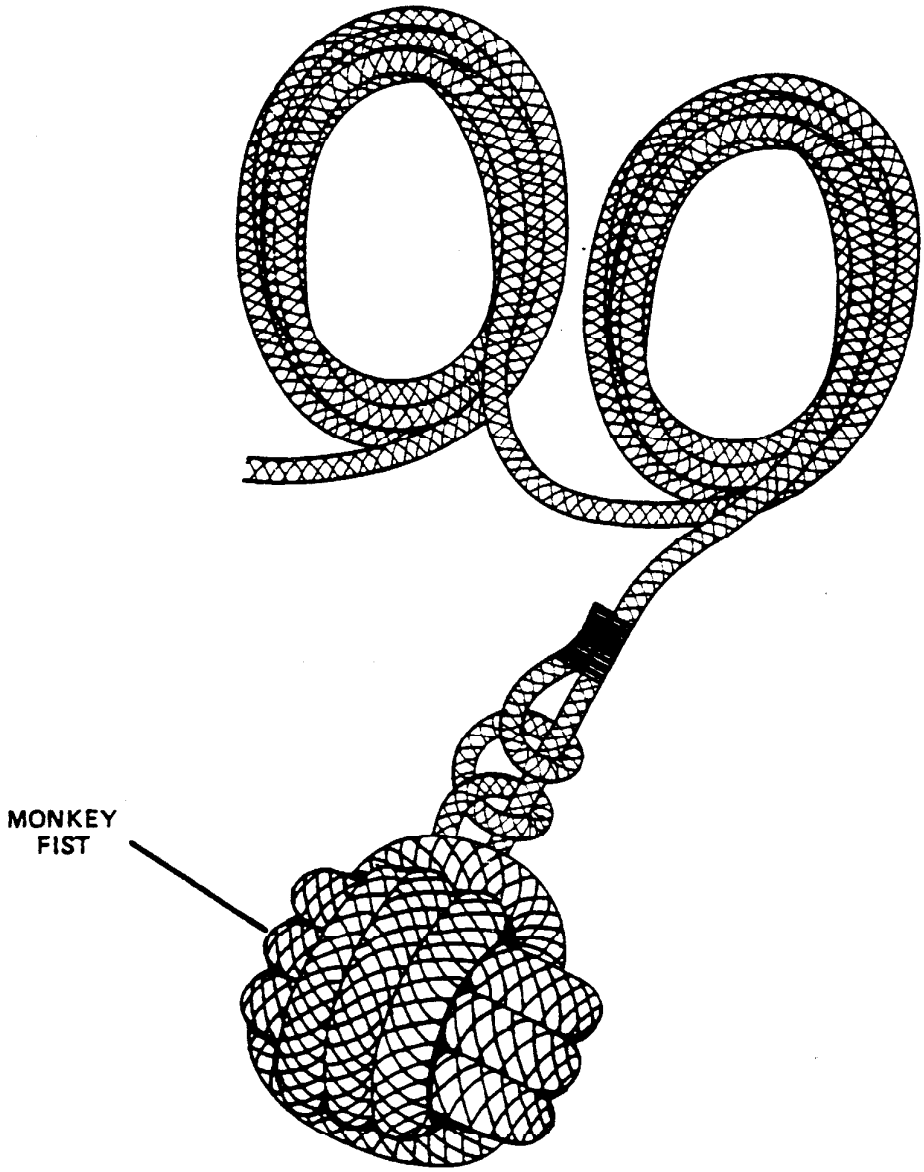
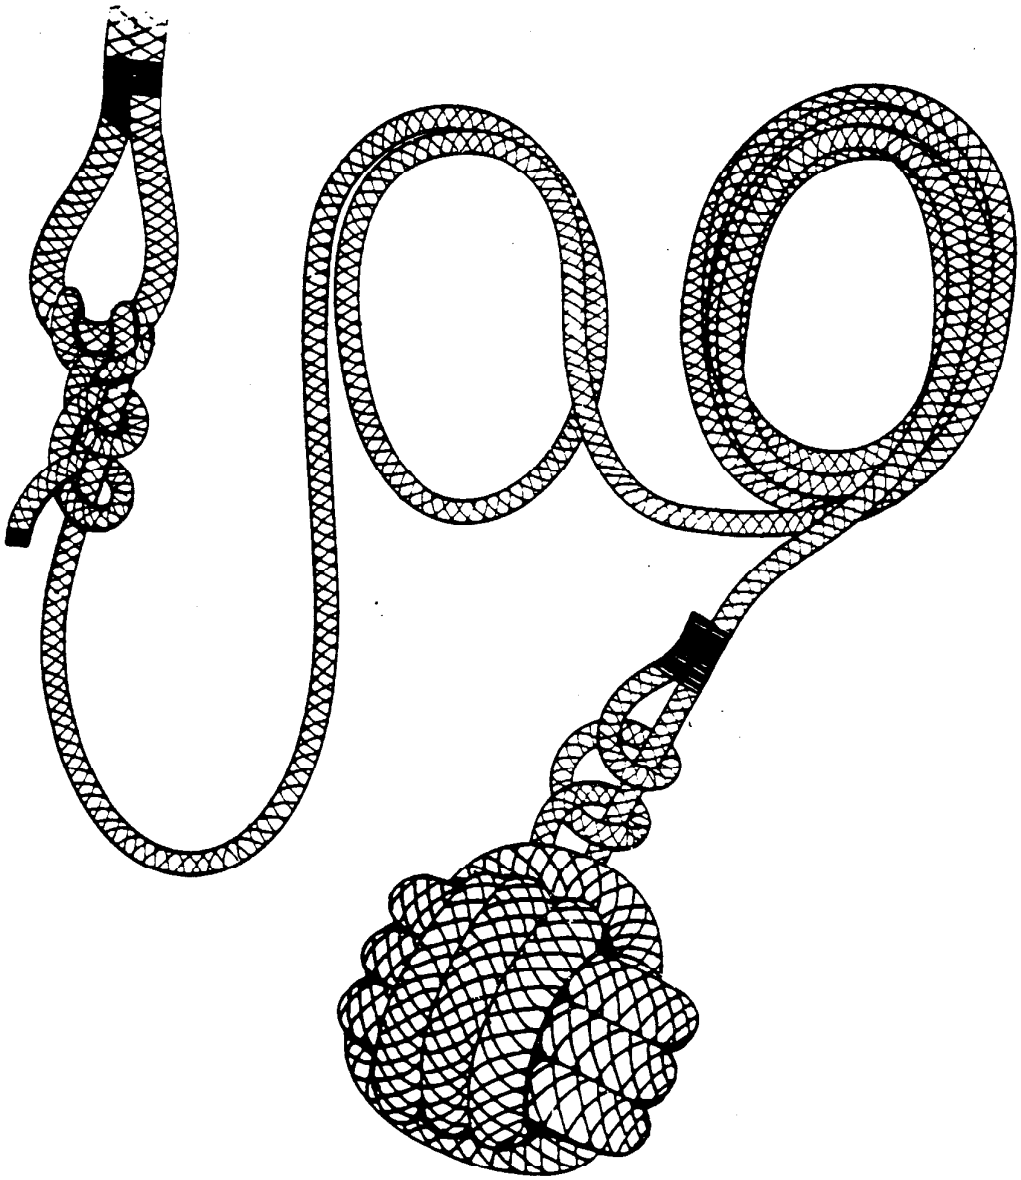

Figure 12-8 Heaving Line
Figure 12-9 Bending Heaving Line to a Towline With Clove Hitch and Two Half Hitches, Method No. 2
a. The Heaving Line. The heaving line is a light, flexible line with a monkey fist at the throwing end. The line itself must be in good conditioon, at least fifteen to twenty fathoms in length, and free of rot and weathered areas. See Figure 12-8). The other end of the heaving line is secured to the towline with a clove hitch, bowline, or two half hitches. (See Figures 12-9, 12-10 and 12-11). Conditions permitting, a leeward heave (down wind) is the best method of casting the heaving line. Having the wind working with the line and monkey fist increases the range of the line. The heaving line with monkey fist is the preferred type of messenger